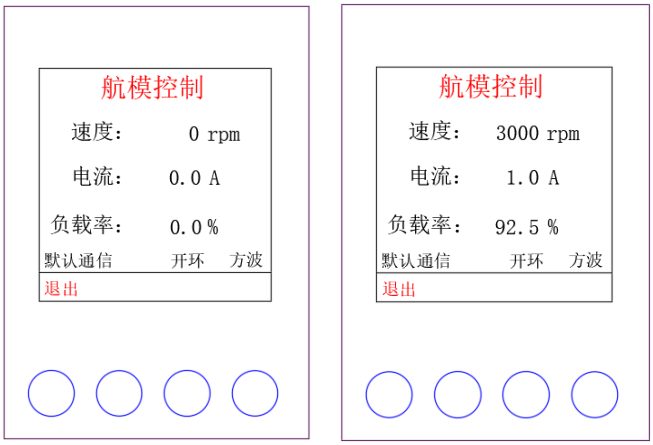

图 6.26 外部航模 PWM 开环控制各界面
- 调节驱动器外部输入航模 PWM 脉宽大小，进行调速和方向控制。如图 6.26。